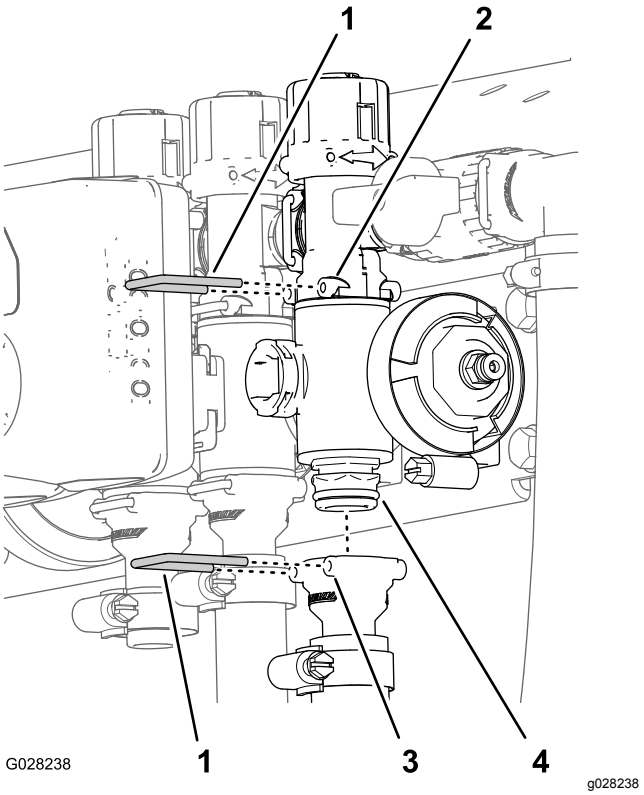

Figur 74
2. Afmonter de holdere, der fastgør udgangsstudsen til sektionsventilmanifolden og ventilmanifolden til omløbsfittingen (Figur 74).